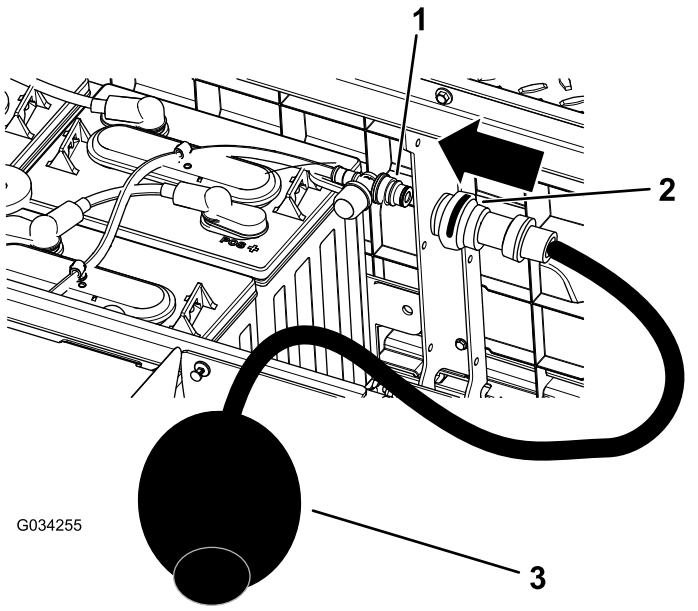

Figura 40
4. Conecte la bomba manual de agua de Toro en el puerto de llenado de agua (Figura 40).